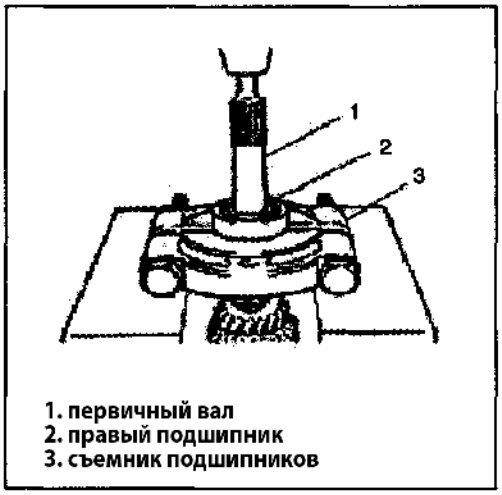

Рис. 365
1) снимите правый подшипник первичного вала при помощи съемника (Рис.365).